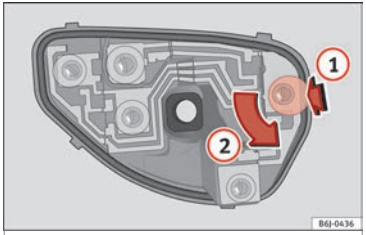

Fig. 197 Changing the tail light bulbs
– When the bulb holder has been removed, press in the direction of the arrow (1) and at the same time, turn in the direction of the arrow (2) ››› **Fig. 197**